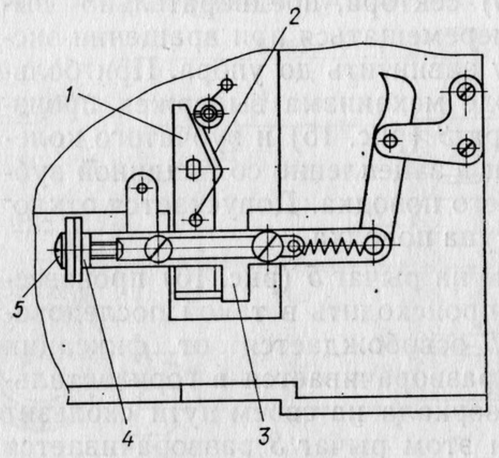

Рис. 47. Положение планки на корпусе зеркала:
6.2.11. Установить затвор (рис. 10) в корпус *4* (рис. 9) фотоаппарата. При установке следить, чтобы вставка спусковой кнопки *2* (рис. 11) находилась в соприкосновении с рычагом *5* (рис. 16). Рычаг *1* (рис. 47) должен занять относительно планки *3* положение, показанное на рис. 47. Во взведенном затворе при вращении рычага *4* (рис. 11) планка *3* (рис. 47) должна перемещаться. Рычаг *6* (рис. 29) сброса кадров должен все время поджимать рычаг *6* (рис. 11) в сторону задней стенки. При открытой задней крышке счетчик кадров должен устанавливаться в нулевое положение на *Н* рис. 31.
6.11.1. Установить объектив «Вега-12Б» («Vega-12Б») на камеру. Шкалу дистанций объектива установить на ∞. Взвести затвор, диафрагма объектива должна открыться полностью, при необходимости произвести регулировку винтом *5* (рис. 47). При регулировке пользоваться ключами 7812-4540 и 7812-4541.